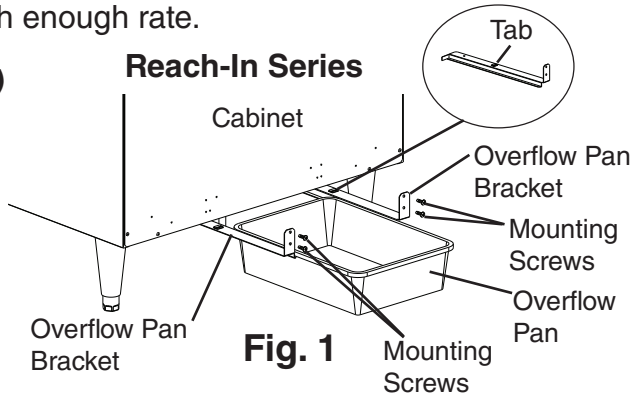

Fig. 1
1) Attach the overflow pan brackets by engaging the tabs on the brackets through the holes in the bottom of the appliance and securing with the 4 mounting screws provided. See Fig. 1.